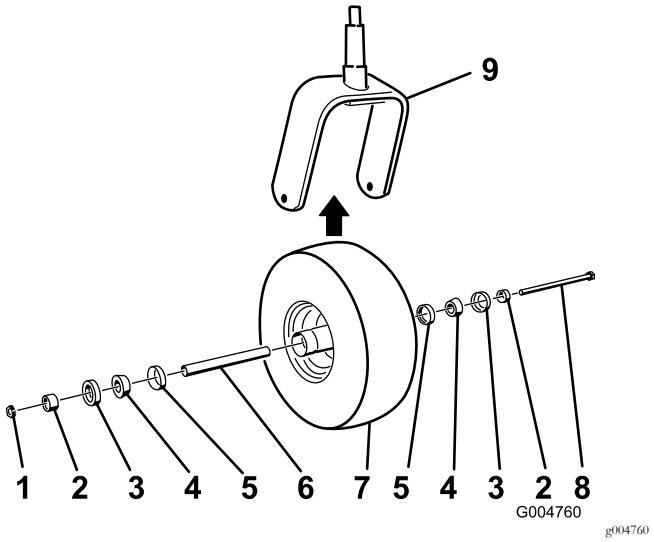

Figur 46
2. Fjern låsemutteren fra bolten (Figur 46).
5. Sett på plass styrehjulet ved å skyve konuslagrene og pakningene, fylt med smøringsfett, inn i hjulnavet, plassert som vist i Figur 46.